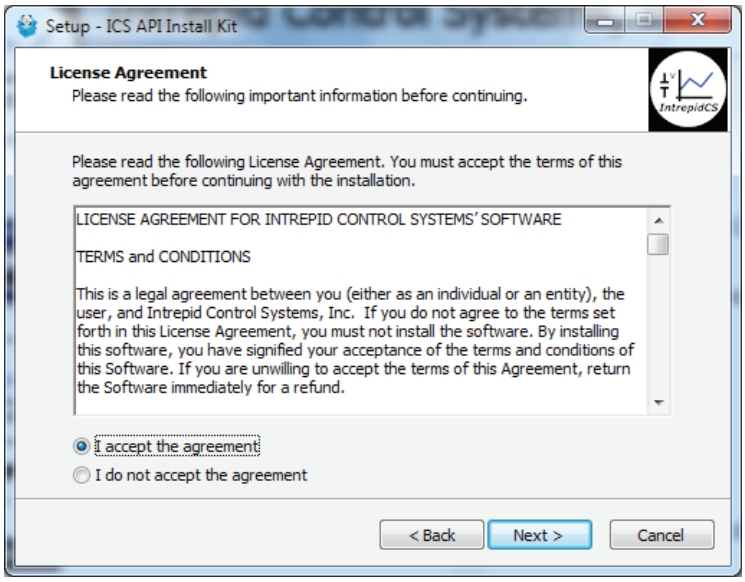

Figure 35: APIキットのライセンス契約の確認画面
5. ライセンス契約を確認して下さい**:** イセンス契約を確認して、よろしければ Next > をクリックして下さい (図35)。